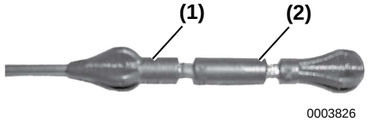

***Figure 4***
4. Remove dipstick. The oil level should be between upper **(Figure 4, (1))** and lower lines **(Figure 4, (2))** on the dipstick.